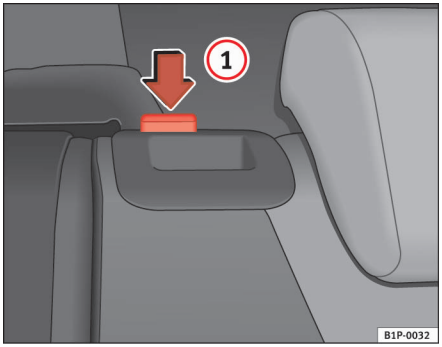

Fig. 94 Sådan klappes ryglænet op.
– Klap ryglænet tilbage, og tryk ryglænet fast i låsen. Den røde markering må ikke kunne ses ⇒ fig. 94.